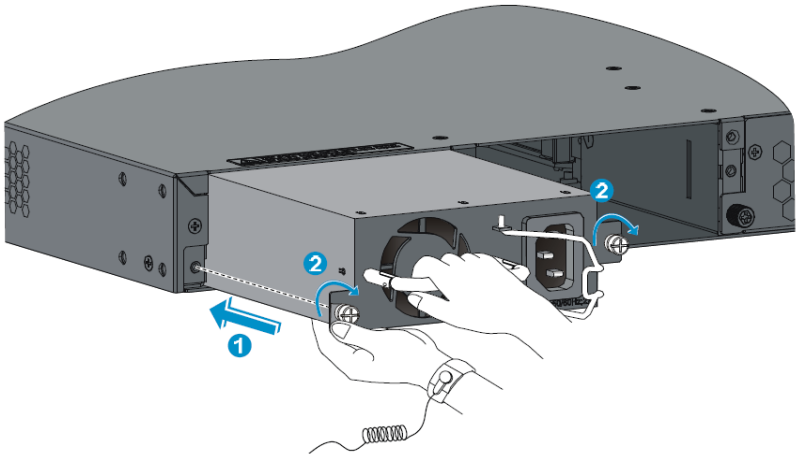

図 8-7 電源モジュールの挿入
3) 電源モジュールの挿入する向きを確認し、片手で電源モジュールのハンドルを持ち、もう一方の手で電源モジュールの底を持ち、電源モジュールをガイドレールに沿ってスライドさせてスロットにゆっくりと挿入してください。図 8-7の①を参照してください。
5) 電源モジュールを装置本体に固定するためにプラスドライバを使ってネジを固定してください。図 8-7の②を参照してください。